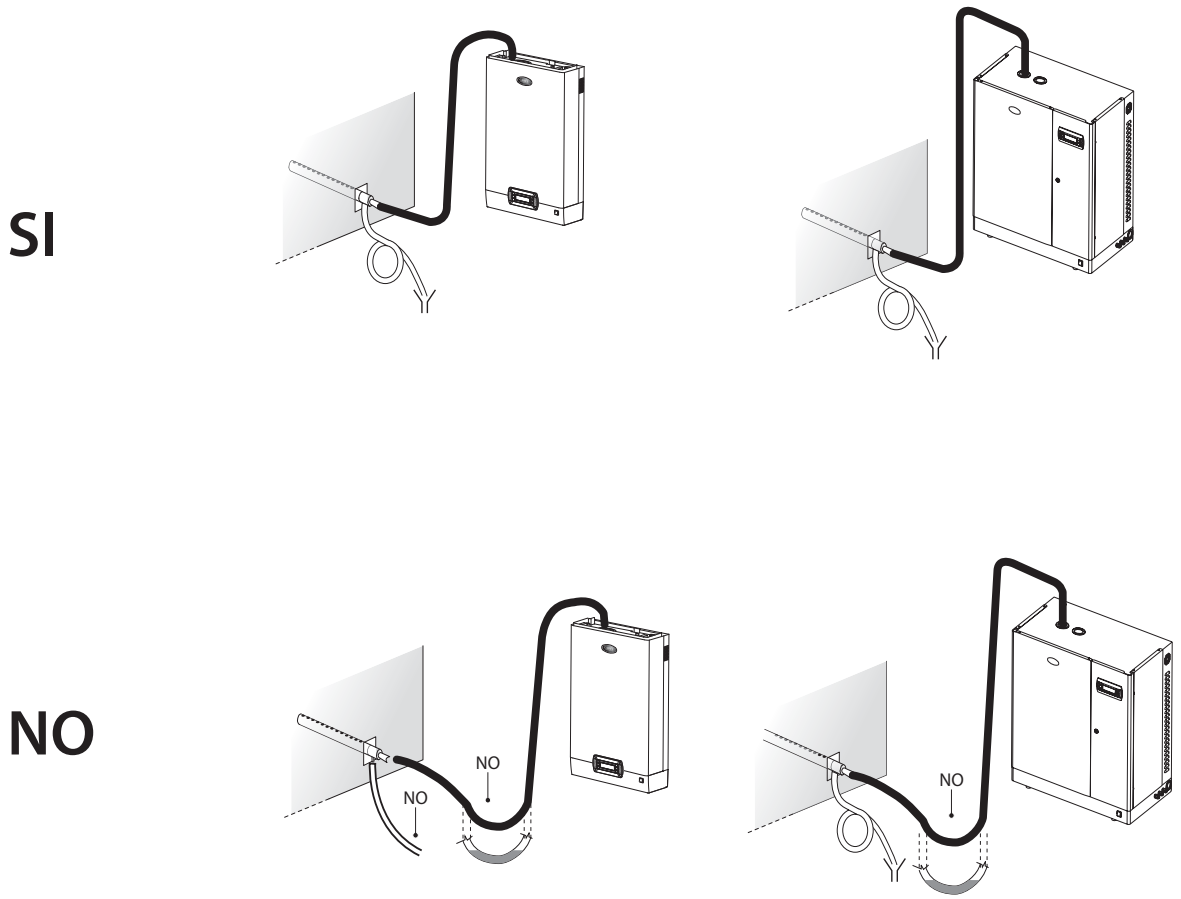

Fig. 3.d
- ☐ the steam outlet hoses run upwards and the distributor has a minimum incline of 2° upwards (see Fig. 3.c);
- ☐ the paths of the steam and condensate hoses are as described in this chapter (see Fig. 3.d);